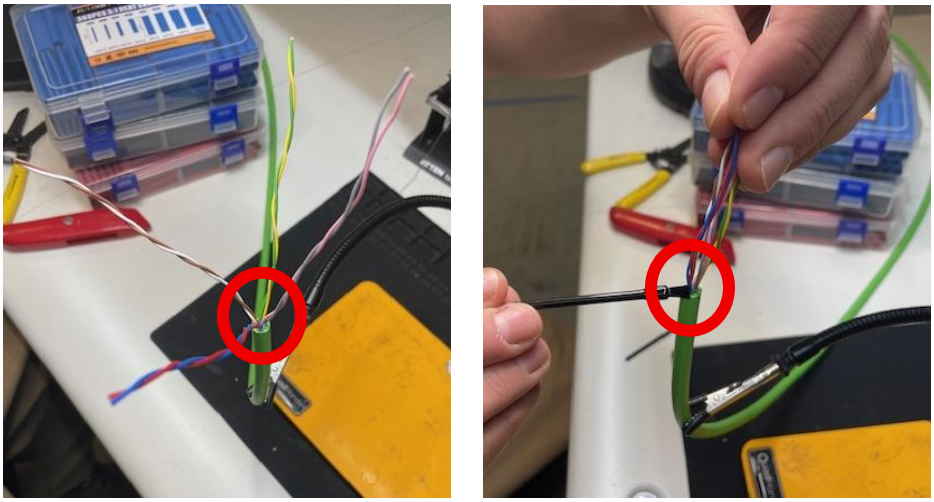

Figure 16
3. Splay the wire sets to allow access to the center for application of the silicon conformal coating liquid (ref. left photo in Fig 16)
4. Apply the silicon conformal coating liquid at the center base and around the perimeter where the wires meet the green sheath (both red circles in Fig 16)